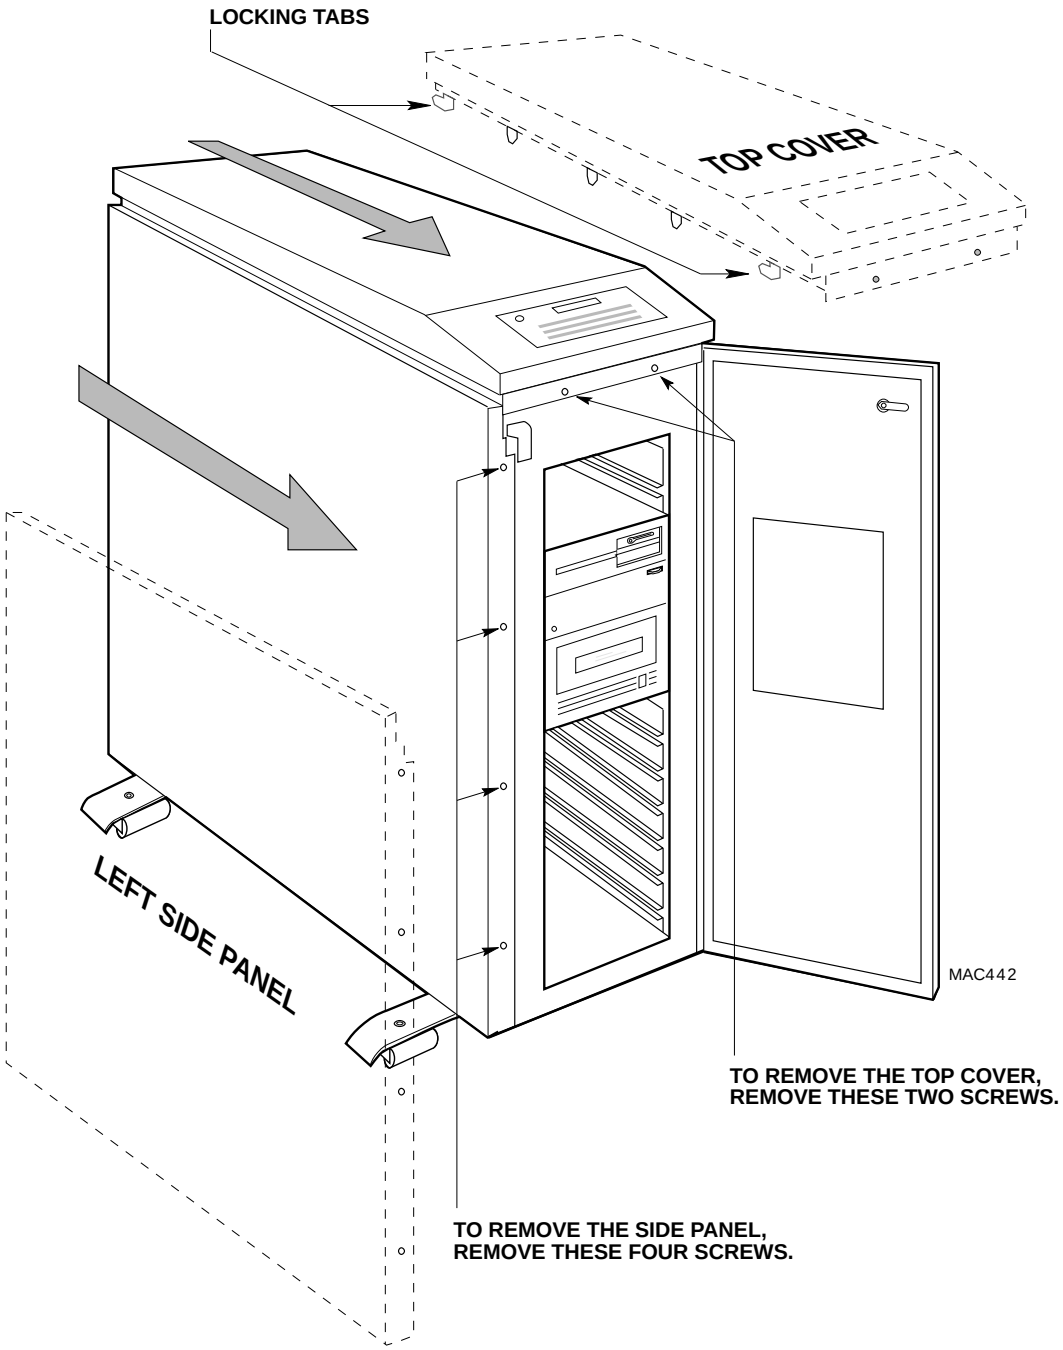

Figure D-1. AM-990 Removable Top Cover and Side Panel
2. To gain access to your computer's old CPU board, the top cover and left side panel must be removed as shown in Figure D-1. Use the instructions in your computer owner's manual for removing the sheet metal.